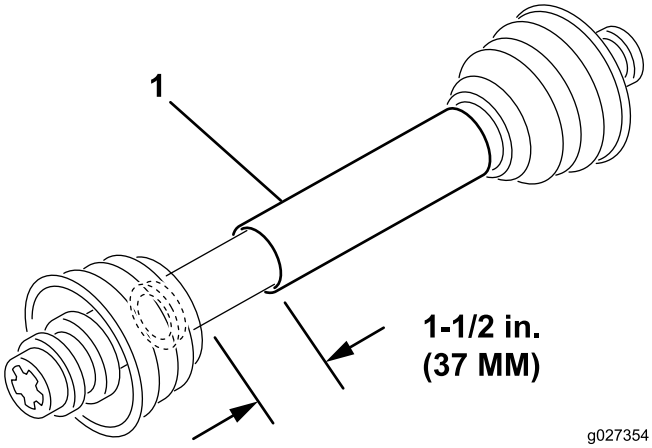

Figur 4
3. På den korteste lengden, må de to halvdelene av kraftuttakets aksel ha minst 37 mm tilleggsklarering for sammenslåing (Figur 4).